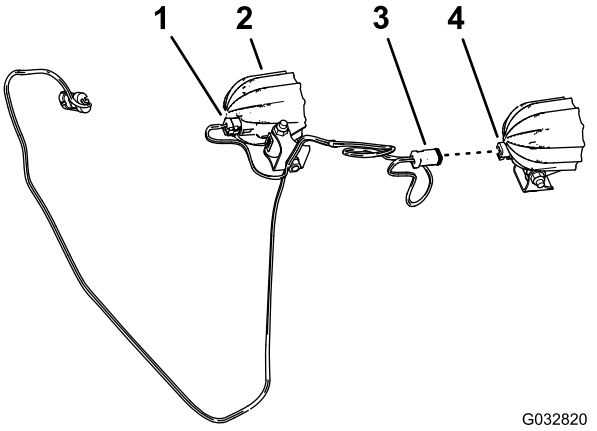

Figura 10
1. Ligue os dois pinos da luz LED no conector de duas tomadas da cablagem das luzes LED (Figura 10).
2. Repita o passo 1 para a outra luz LED e o outro conector de duas tomadas da cablagem (Figura 10).